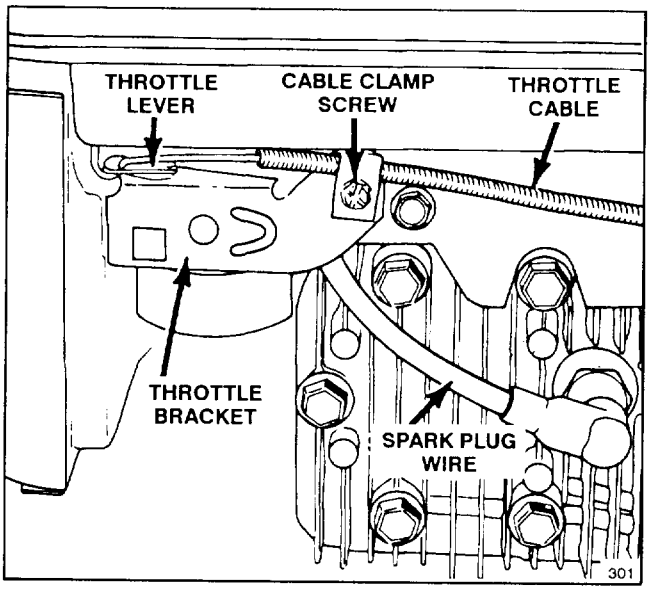
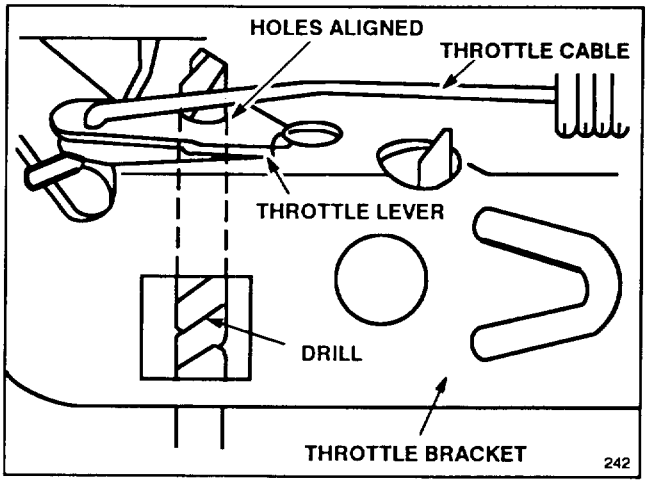

Figure 15
Figure 16
1. Stop engine and pull wire off spark plug (Fig.15).
3. Loosen cable clamp screw until throttle cable slides (Fig. 15). Align holes in throttle lever and throttle bracket using a 1/8" diameter drill (Fig. 16). Tighten cable clamp screw to lock adjustment in place.
1. Stop engine and pull wire off spark plug (Fig. 15).
**1.** Stop engine and pull wire off spark plug (Fig. 15).
1. Stop the engine. Pull the wire off the spark plug (Fig. 15).
1. Stop engine and wait for all moving parts to stop. Pull wire off spark plug (Fig. 15).